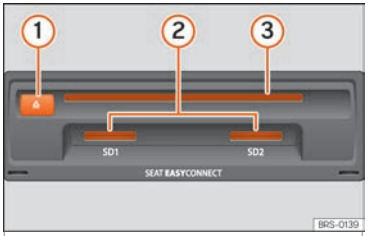

Fig. 224 Slots for data storage devices in the glove compartment.
- Push the CD or DVD into the DVD slot ››› **Fig. 224** ③ to the point where it is drawn in automatically.
Insert the compatible memory card, bevelled edge first and with the label face up (contacts face down), into slot ››› **Fig. 224** ② or ››› **Fig. 199** ⑨, until properly inserted.